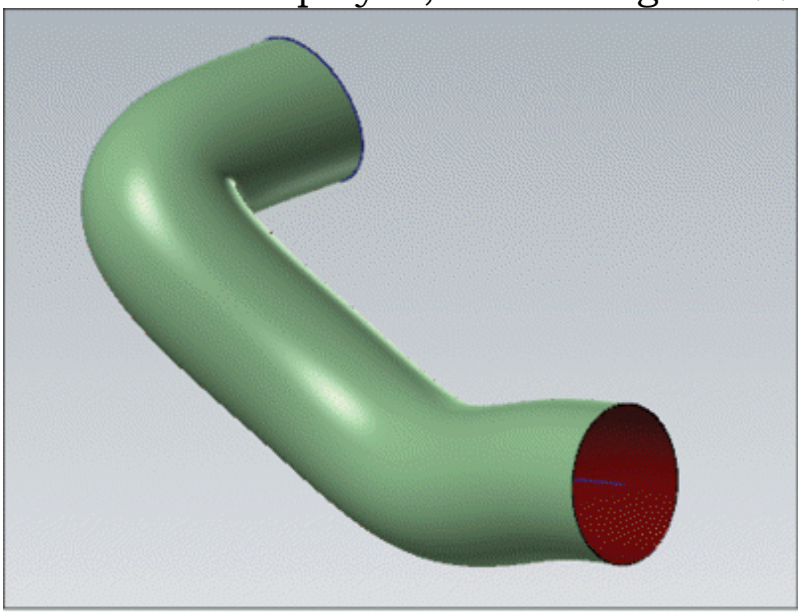

Figure-22. Preview of sweep surface feature
- Select desired curve for path and click on the **OK** button from the **Wireframe Chaining** selection box. Preview of surface sweep feature will be displayed; refer to Figure-22.